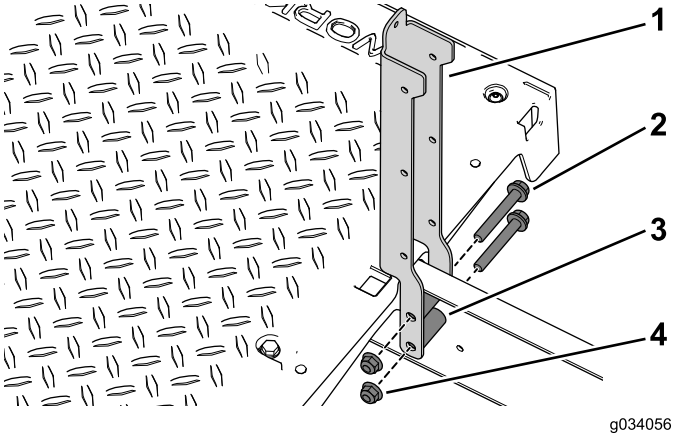

Figure 92
2. Use the 4 flange bolts (3/8 x 2-1/2 inches), spacers, and flange nuts to secure the left and right seat supports to the machine (Figure 92).